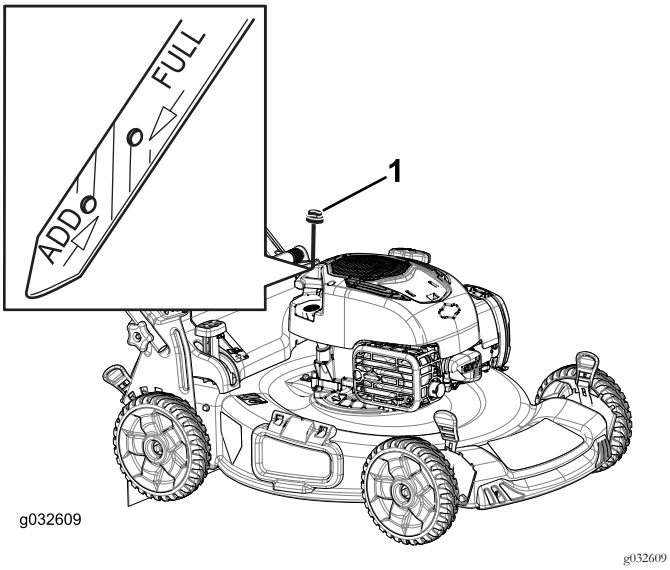

Figuur 16
2. Verwijder de peilstok (Figuur 16).
5. Lees het oliepeil af van de peilstok (Figuur 16).
- Als het peil onder de Bijvullen-markering op de peilstok staat, giet dan langzaam een kleine hoeveelheid olie in de vulbuis, wacht 3 minuten en herhaal de stappen 3 tot en met 5 totdat het peil de Vol-markering op de peilstok bereikt (Figuur 16).